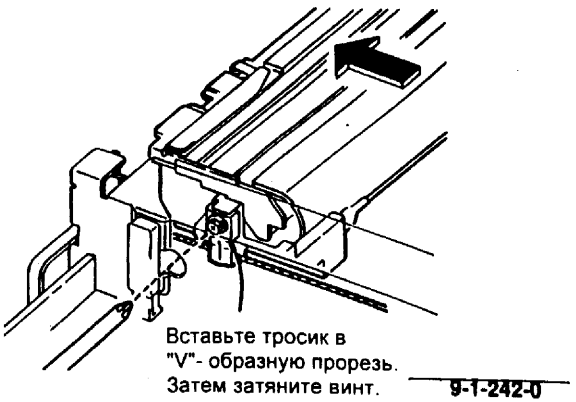

Рис. 11 Закрепление тросика на каретке
11. (Рис. 11) Удерживайте каретку полного хода в состоянии параллели. Установите каретку в исходное положение. Вставьте тросик в V-образную прорезь. Затем затяните винт.